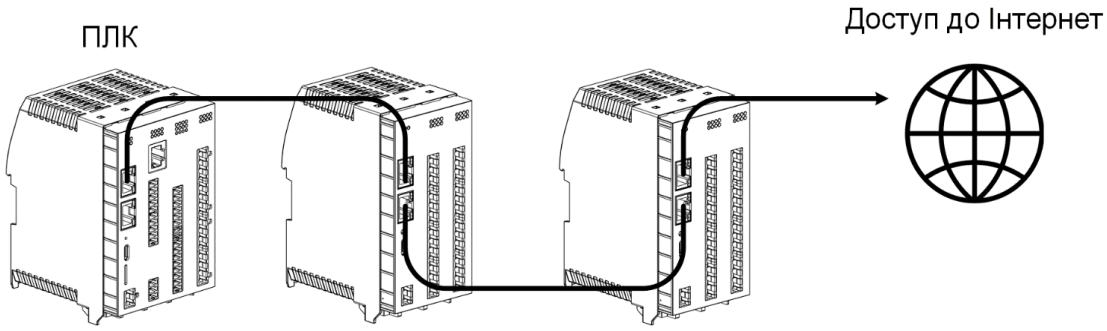

Рисунок 5.5 – Підключення за схемою «Ланцюжок»
- «Ланцюжок / «Daisy-chain» (див. рисунок 5.5).